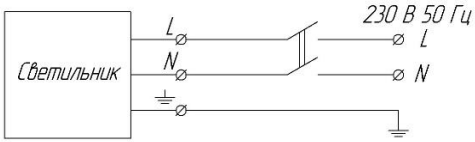

Рис.2. Схема подключения прожектора
4.3. Подключить кабель питания прожектора к питающей сети через соединитель, обеспечивающий степень защиты не ниже IP66 согласно схеме на рис. 2.